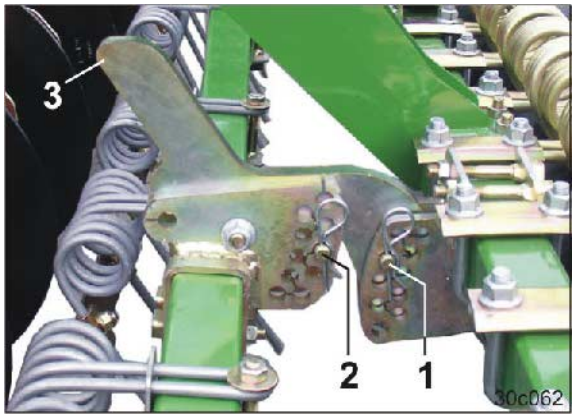

**Fig. 164**
3. Maintenez le recouvreur à dents par la poignée (Fig. 164/3).
4. Réglez la profondeur de travail des dents en bloquant le bras porteur avec l'axe (Fig. 164/1).